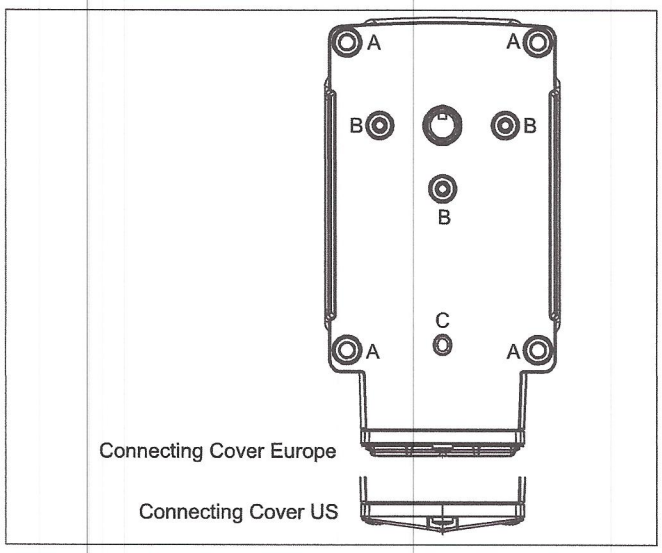

**Figure 3.1. Mounting Hole Location**
- The actuator housing has seven possible mounting holes, as shown in Figure 3.1.
- Determine if the butterfly valve (BV) has unrestricted full rotation or if it has physical stops that limit rotation to a specific angle. Also, determine the minimum position, rotation direction to open, and maximum open position for the BV.